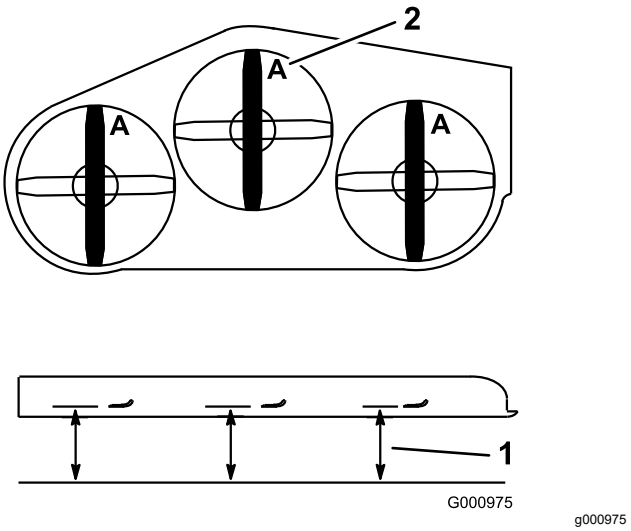

Figura 95
4. Mida en la posición **A** y desde una superficie nivelada hasta el filo de corte de los extremos de la cuchilla (Figura 95).